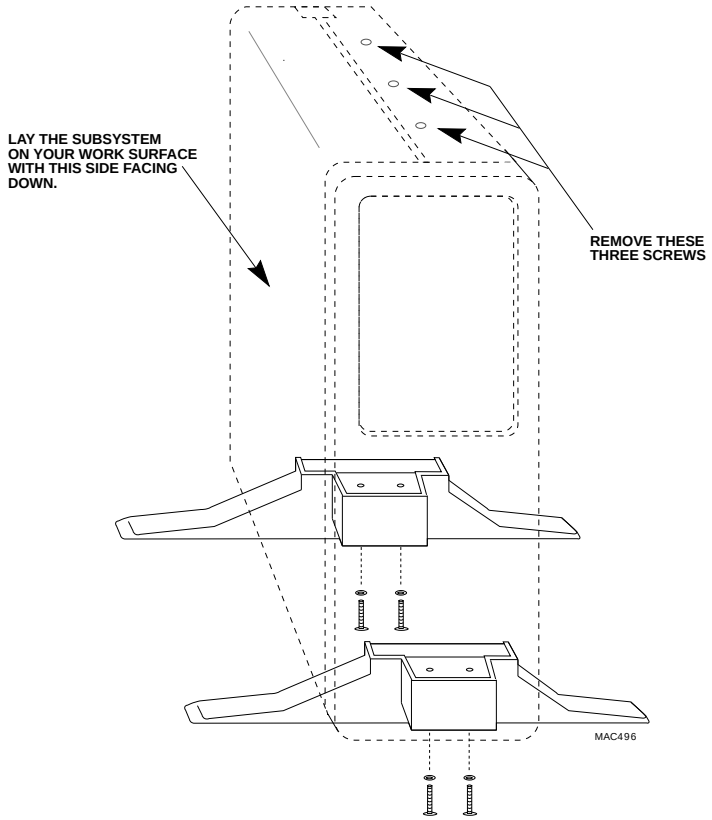

Figure 2
1. The first step in removing the side panel is to lay the subsystem down on its side as indicated in Figure 2. Make sure you have a padded static-free work surface.
2. Figure 2 shows some of the screws that need to be removed in order to remove the subsystem's side panel.
4. Remove the three screws highlighted in Figure 2.